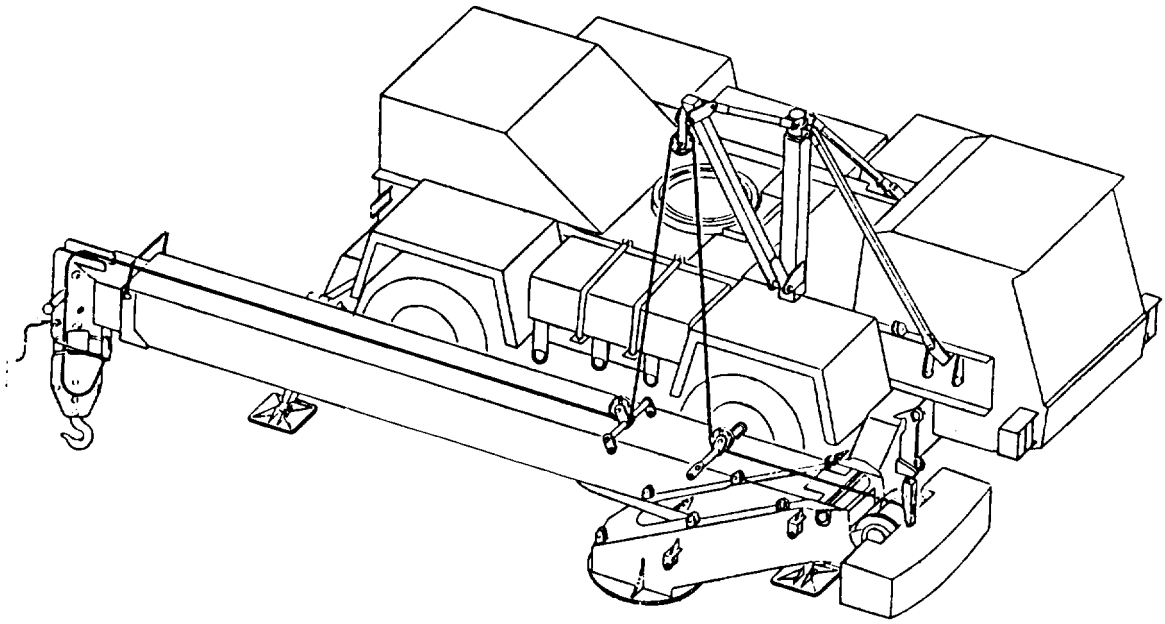

Figure 5-25 *Lowering the Upperstructure*
b. Align upperstructure parallel to carrier with boom tip to rear and counterweight to front (Figure 5-25).